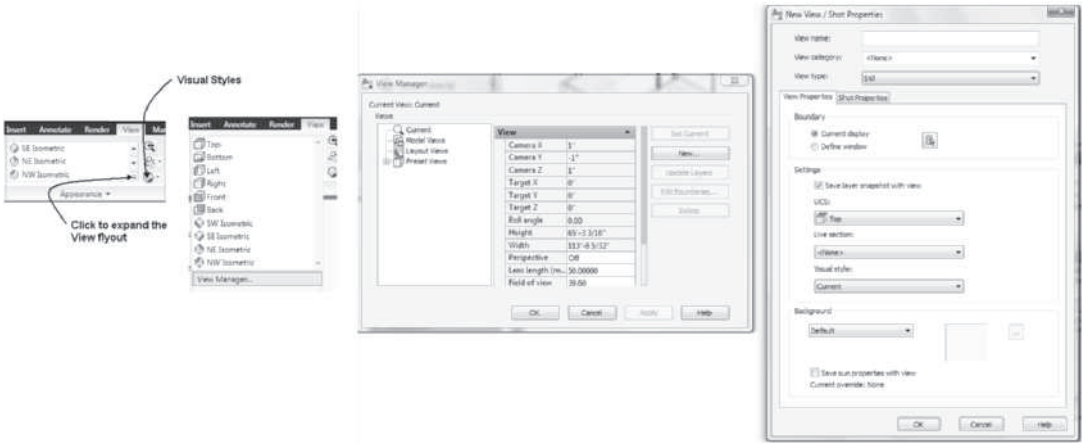

FIGURE 12.32 *Creating a Model View drawing*
Ribbon	Choose the View tab. Choose View Manager from the View flyout menu of the Appearance panel shown in Figure 12.32.
4. Click the **New** button of the View Manager to open the **New View** dialog box shown in Figure 12.32. Type a name in the **View** field. Click **OK** to dismiss all dialog boxes. Save and close the View drawing.